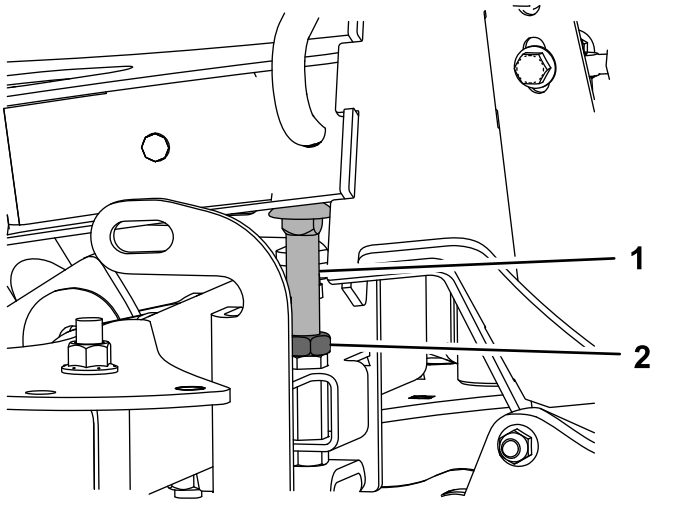

Figure 17
C. Adjust the stop bolt until it holds the A-frame at the correct height above the machine frame (Figure 17).